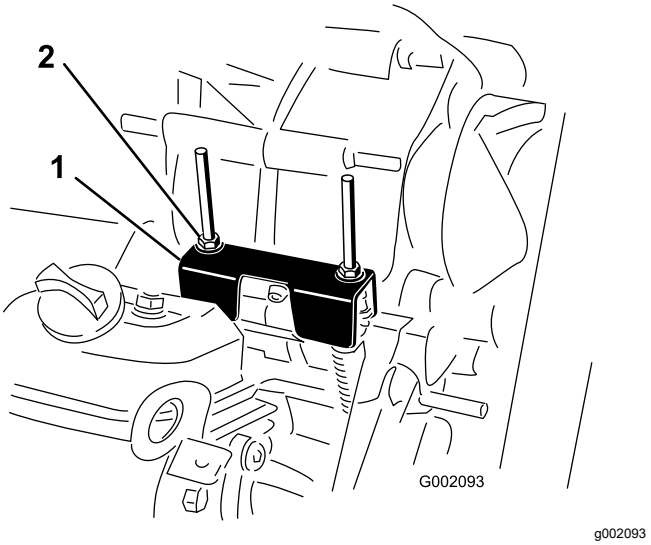

Figur 62
Når der udføres rutinemæssig vedligeholdelse og/eller motordiagnostik, skal transakslen sættes i NEUTRAL (Figur 62). Maskinen har en NEUTRAL position på gearstangen, som styrer den neutrale position i transakslen. Følgende skridt bør tages for at sikre, at det neutrale skiftegreb betjener den neutrale position i transakslen korrekt:
kabelmonteringskonsollen under skiftkonsollen) ved at dreje den drevne kobling (Figur 62).
3. Drej en af låsemøtrikkerne (Figur 62) for at få en afstand på 0,762 til 1,524 mm mellem bunden af møtrikken/spændeskiven og den neutrale konsol.